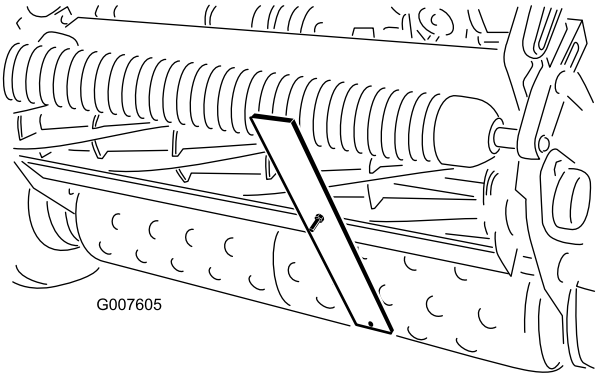

Figur 50
4. Hekt skruehodet på motstålets knivegg, og la den bakre delen av stangen hvile mot den bakre delen av valsen (Figur 50).